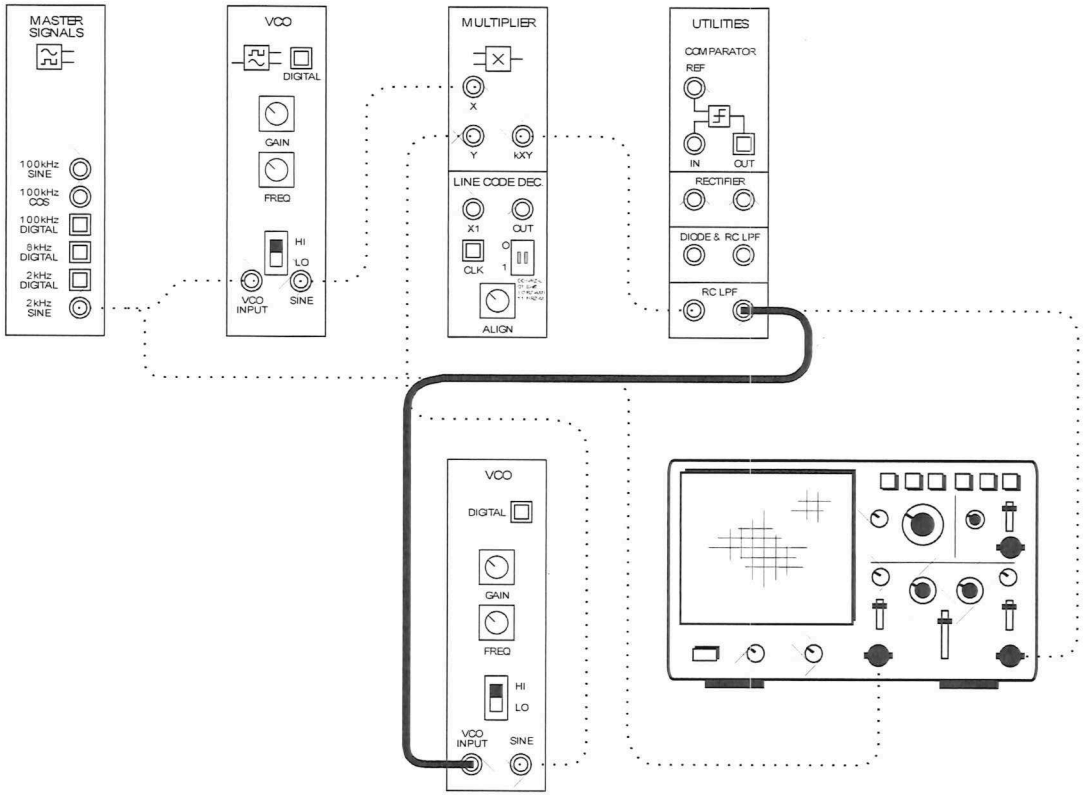

Figure 10
33. Add patch lead shown in Figure 10 below.